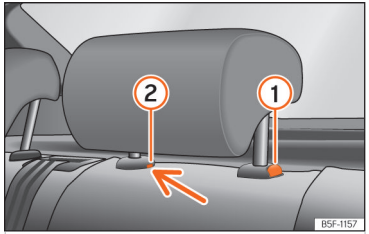

Abb. 100 Kopfstütze hinten ausbauen.
- Drücken Sie die Taste ››› (Abb. 100) ① sowie gleichzeitig mit einem Schlitzschraubendreher (Breite max. 5 mm) in die Öffnung der Verriegelung ② und ziehen Sie die Kopfstütze heraus.